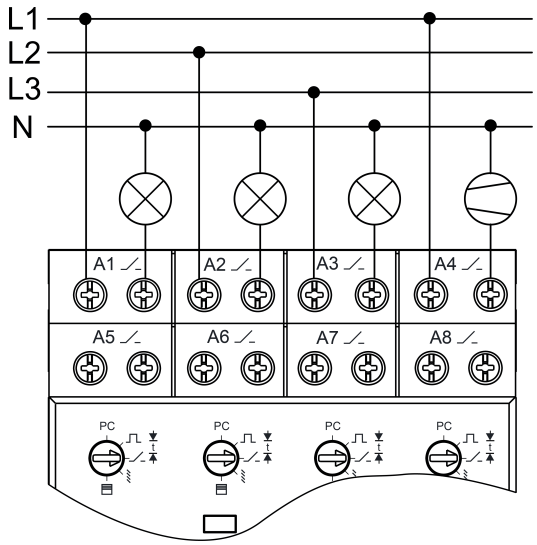

Bild 4: Anschlussbeispiel Schaltlasten **A1...A4**
- Lasten gemäß Anschlussbeispiel Schaltlasten anschließen (Bild 4).